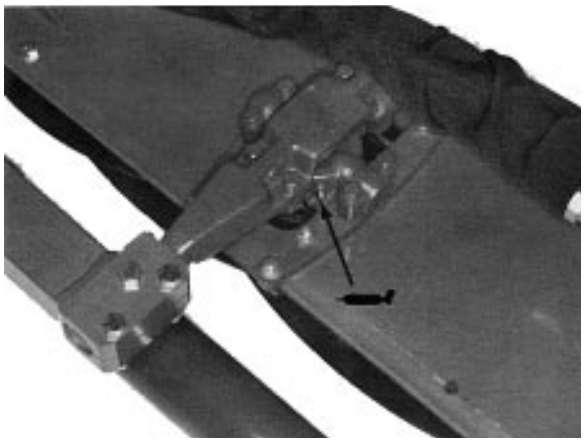

Fig. 25
N.B.: Togliere i cappucci di plastica dai raccordi sui perni del kit a testa flottante o fissa, e rimontarli dopo averli lubrificati (Fig. 25).